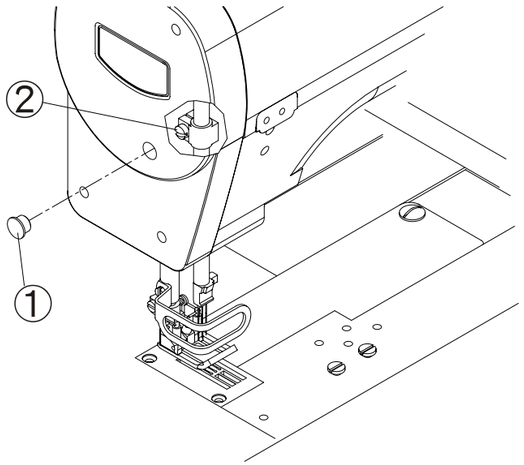

Fig. 2
2. Afloje y retire el tapón de aceite de un lado 1, y afloje el tornillo 2, Ajuste el alto de la barra aguja de arriba abajo. Después fije los tornillos. (Fig. 2)